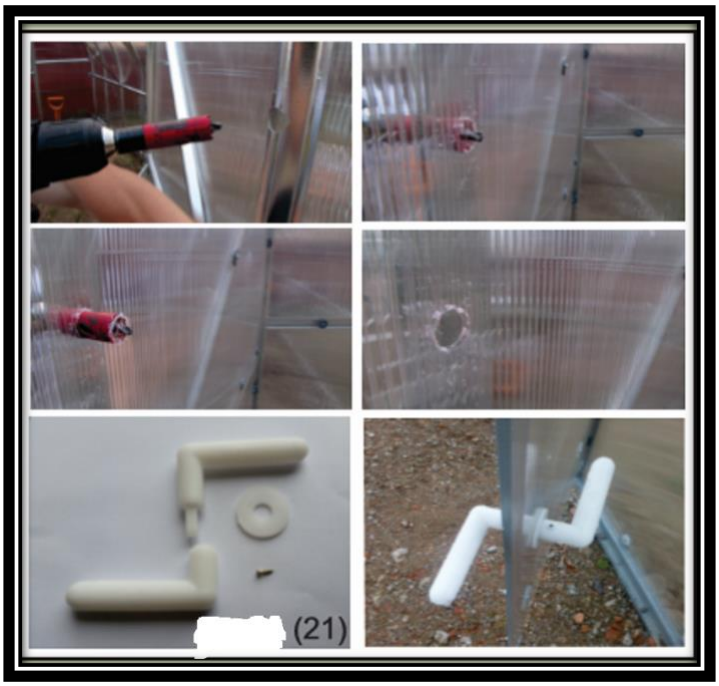

Bild 21
19. Skär polykarbonaten baserat på den inkluderade tabellen (5;6;7;8; 9) Polykarbonatdelarna till dörr och fönster får endast sättas fast när dörrens gångjärn fästs vid växthusets ramverk. Dörrens och fönstrens polykarbonatskivor sätts fast i dörrkarmen med skruvar M5-12 (16) och muttrar M5 (19) samt glidpackningar (20). Dörrens och fönstrens polykarbonatändar måste förseglas med skyddsband för tätningsplattor (25). Sätt fast handtagen (17) på rätt plats. (Bild 21)